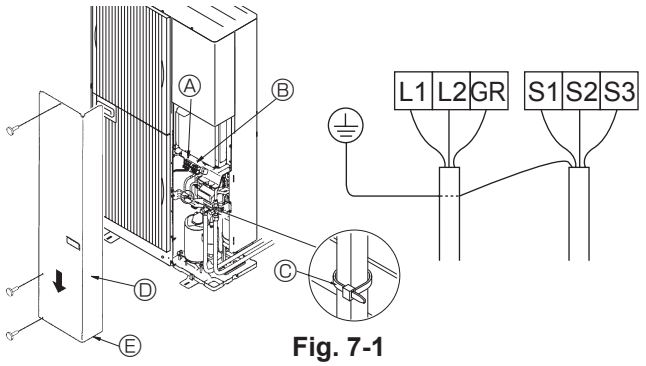
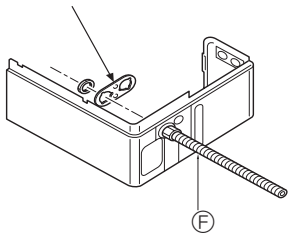

Fig. 7-1
Fig. 7-2
7.1. Appareil extérieur (Fig. 7-1) (Fig. 7-2)
① Retirer le panneau de service.
② Relier les câbles conformément à la Fig. 7-1.
③ Des plaques de montage pour les conduits (ø22 mm [7/8"]) sont fournies. Faites passer le câble d'alimentation et les câbles de transmission par l'orifice à dégager approprié, puis enlevez la pièce superflue de l'orifice situé en bas du bloc de sorties et connectez les fils. (Fig. 7-2)
④ Attachez le câble d'alimentation au bloc de sorties en utilisant le manchon pour la force de tension (Connexion PG ou similaire).